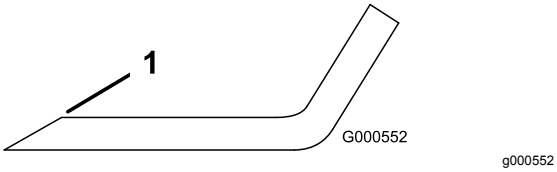

Figur 117
1. Slipa eggarna i båda ändarna av kniven med en fil (Figur 117).
Obs: Om kniven inte är balanserad kan du fila bort lite metall från knivens segeldel (Figur 117).